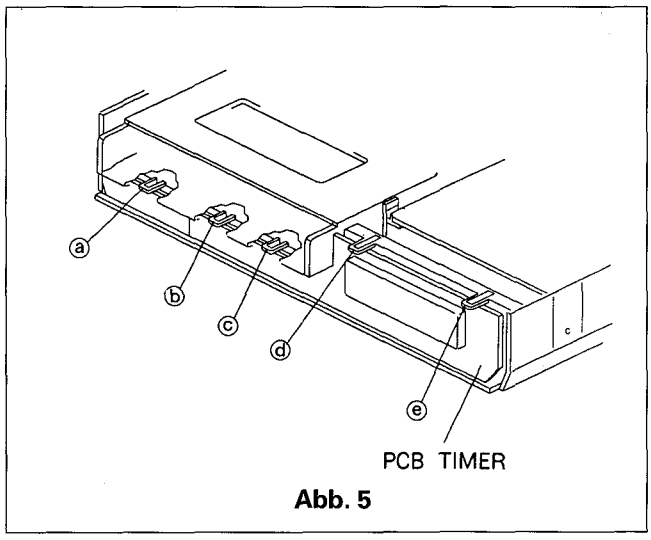

Abb. 5
B. Halter (ⓐ ~ ⓔ) lösen und die PCB-TIMER herausnehmen. (Siehe Abb. 5)